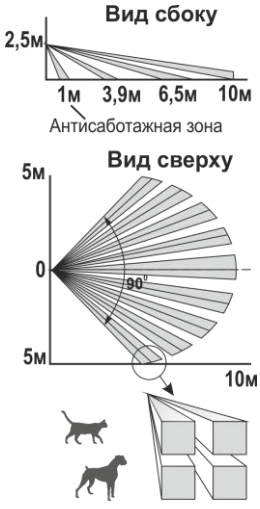

Рисунок 2
2.1 Принцип действия основан на регистрации изменений потока теплового излучения, возникающих при пересечении человеком чувствительных зон. Каждая чувствительная зона состоит из четырех элементарных чувствительных зон (рисунок 2). Чувствительные зоны извещателя формируются линзой Френеля и четырехплощадочным пироэлектрическим приемником излучения.